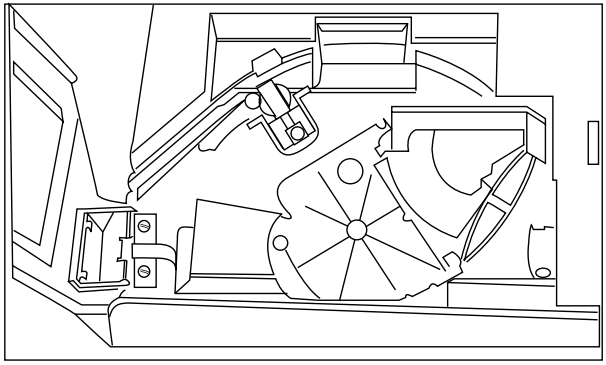

Figure 3-11. IBM 3653 Door Open
1. Be sure the IBM 3653 terminal is powered-down. Open the door over the ribbon cartridge as shown in *Figure 3-11*.
2. Loosen the right side panel screw (*Figure 3-11*). Grasp the right panel at the top of the rear corner; pull out to the side and push back to remove the panel.